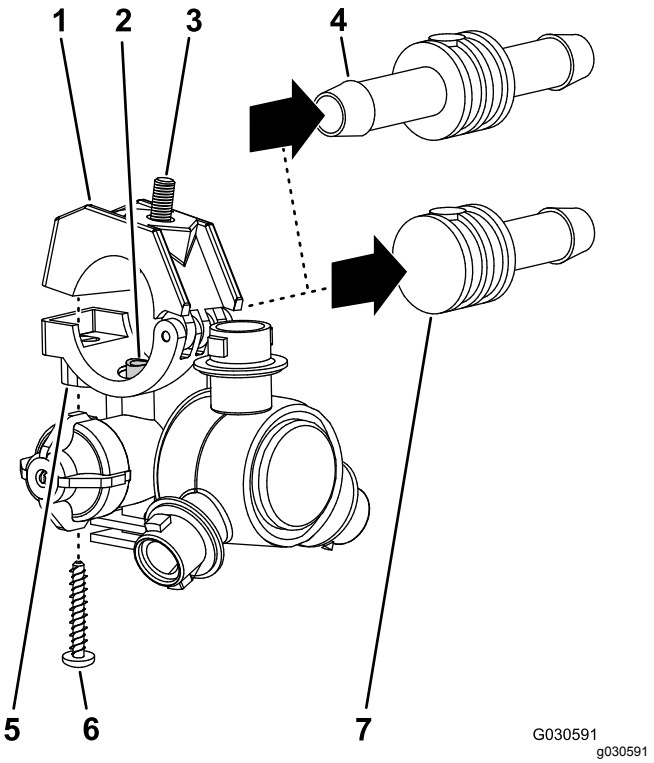

Figur 50
2. Afmonter den rustfri stålskrue (#12 x 1-1/4 tomme), der fastgør den øvre klemmehalvdel og dobbelt eller enkelt modhageslangeskaft (3/4 tomme) til sprøjtedysen, og adskil modhageslangeskaftet og slangen fra dysen (Figur 50).